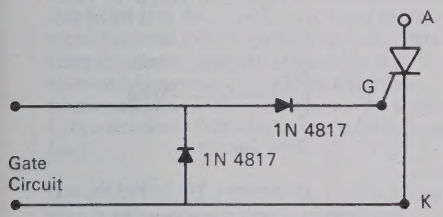

Figure 8. Protected Gate Cathode
- The gate drive circuitry should have a 1 to 2A average 100V diode in series with the gate and across the gate cathode terminals as shown in Figure 8. These will eliminate two possible failure modes of an SCR. The diodes in series with the gate will prevent negative gate current flow while the diode across the gate cathode limits the reverse gate voltage, V_{GRM}, to ~ 2V by diode clamping.